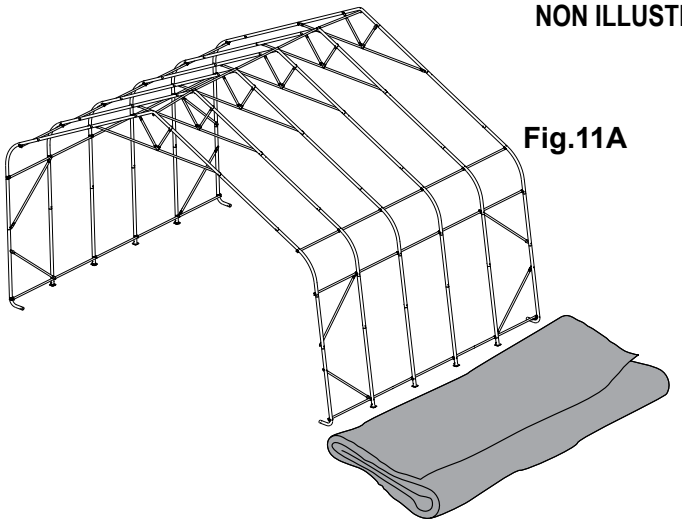

Fig.11A
A. Étalez la toile sur le sol à côté de l'armature en plaçant l'intérieur de la toile (côté avec les fourreaux pour tuyaux) vers le bas et les courroies avant et arrière vers les coins de l'abri. Centrez la toile entre l'avant et l'arrière de l'armature (fig. 11A).